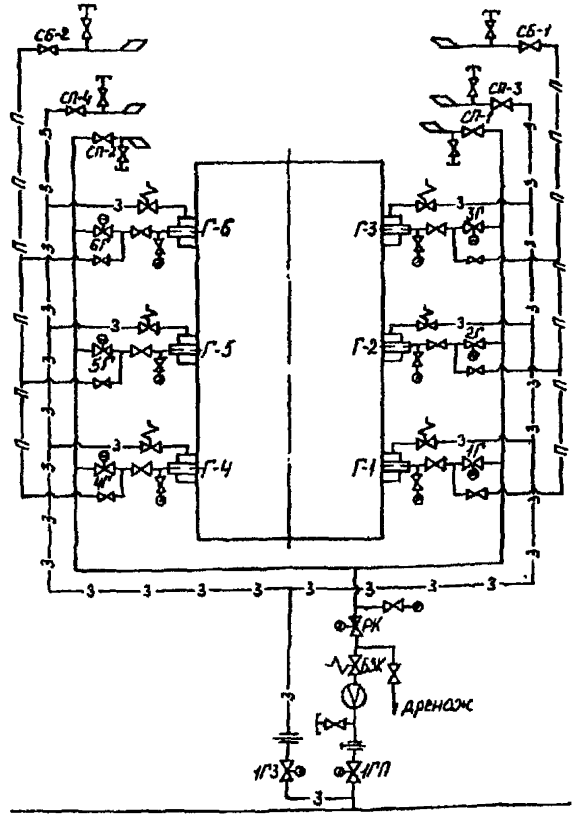

Рис. 3. Схема газопроводов котла КВГМ-180-150:
2.1.18.7. Соберите схему газопроводов котла (рис.3), для чего: